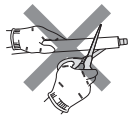

Fig. 1
- Ne coupez pas le tuyau de vidange de l'unité. (Fig. 1)